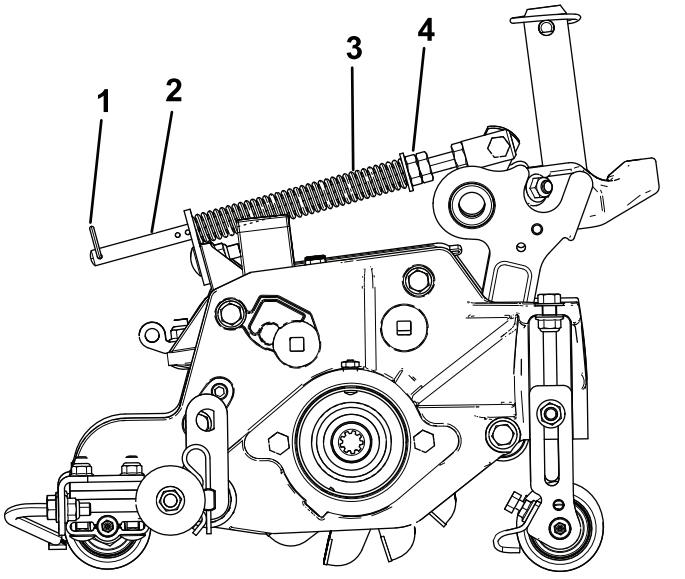

Figura 15
1. Certifique-se de que o contrapino do gancho está instalado no orifício traseiro na haste da mola (Figura 15).
2. Aperte as porcas sextavadas na extremidade dianteira da haste da mola até que o comprimento da mola em compressão seja de 15,9 cm (Figura 15).